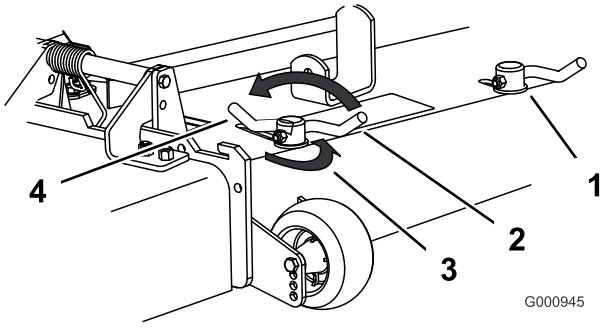

Figur 22
3. Knastlåsene justeres ved at svinge grebet op, så knastlåsen løsnes (Figur 22).
5. Sving grebet tilbage for at stramme skærm og knastlåse (Figur 22).